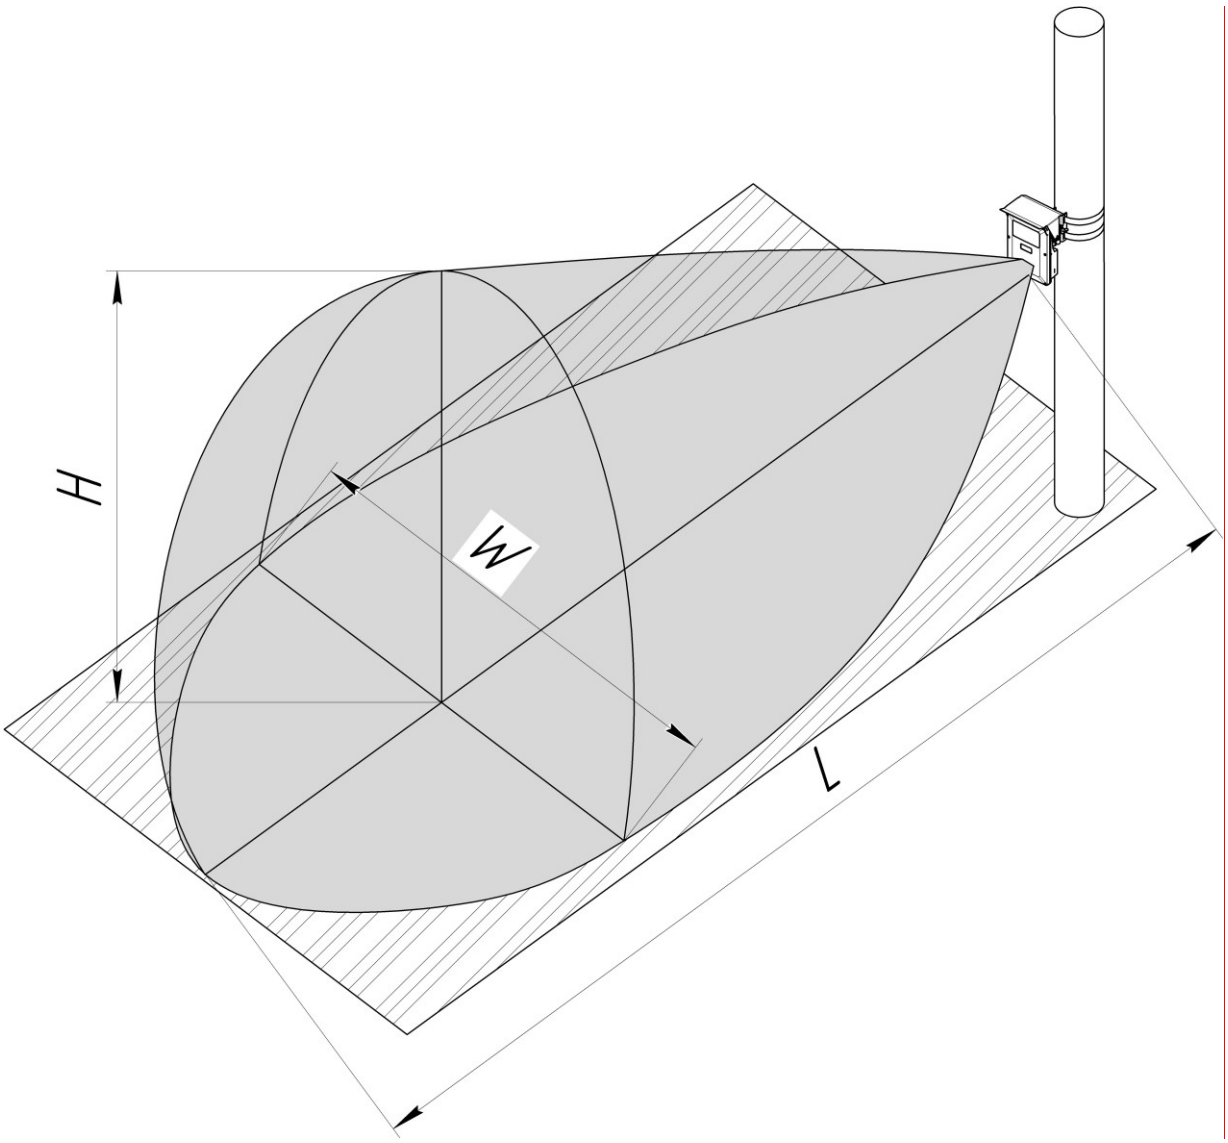

Рисунок 1.1 – Зона обнаружения РД
1.2.3 Размеры ЗО (рисунок 1.1) указаны в таблице 1.1.